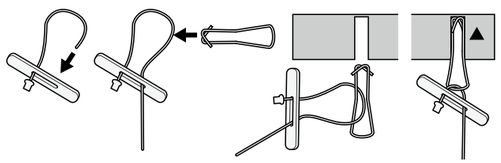

FIGURE 11. Cable suspension from spring clips (by others).
2) When cable hanging hardware cannot be above the structure, spring clip systems (by others) may be used. (See **FIGURE 11**).